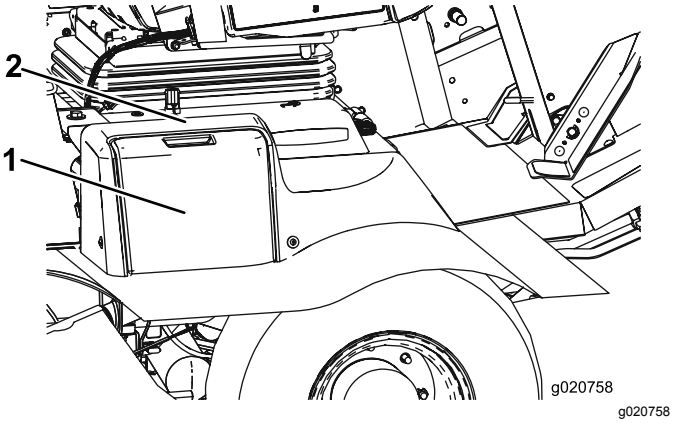

Figur 80
1. Åbn batteridækslet (Figur 80). på siden af afskærmningen.
Bemærk: Tryk ned på den flade overflade over batteridækslet for at gøre dækslet nemmere at fjerne (Figur 80).